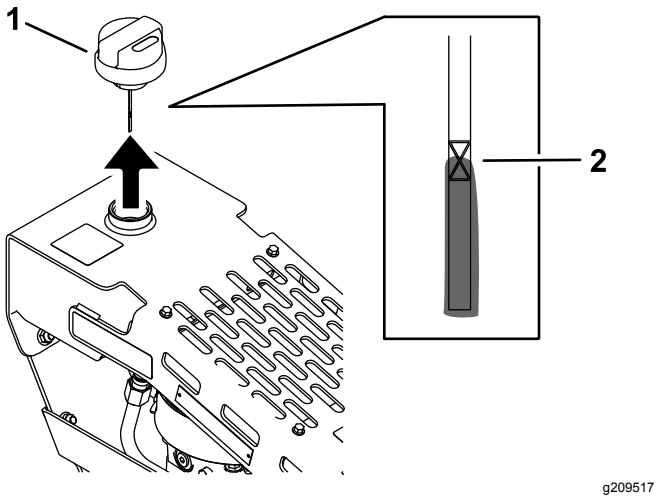

Figura 10
3. Retire el tapón del respiradero y limpie la varilla con un paño limpio (Figura 10).
4. Inserte la varilla en el depósito pero no enrosque el tapón; luego retírela y compruebe el nivel del fluido (Figura 10).
5. Si el nivel de fluido es bajo, añada fluido hidráulico al depósito hasta que el nivel de fluido quede entre las líneas superior e inferior de la varilla (Figura 10).